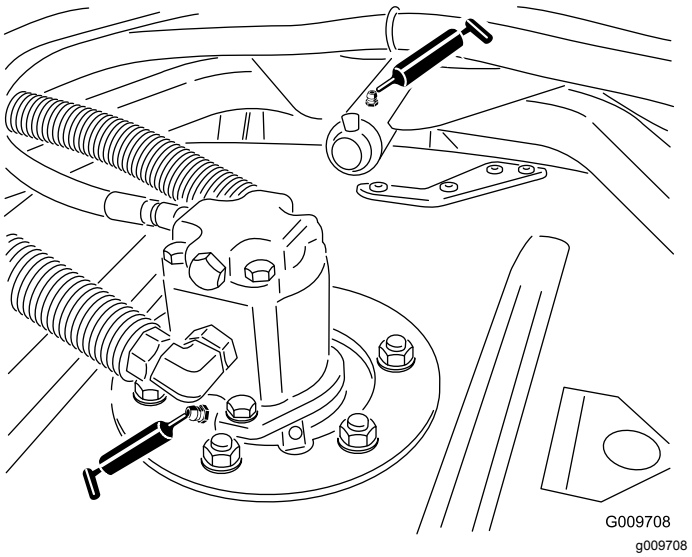

**Figur 47**
- Klippenhetens spindelaxellager (1 per klippenhet) (Figur 47)
- Klippenhetens bärarmsbussningar (1 per klippenhet) (Figur 47)